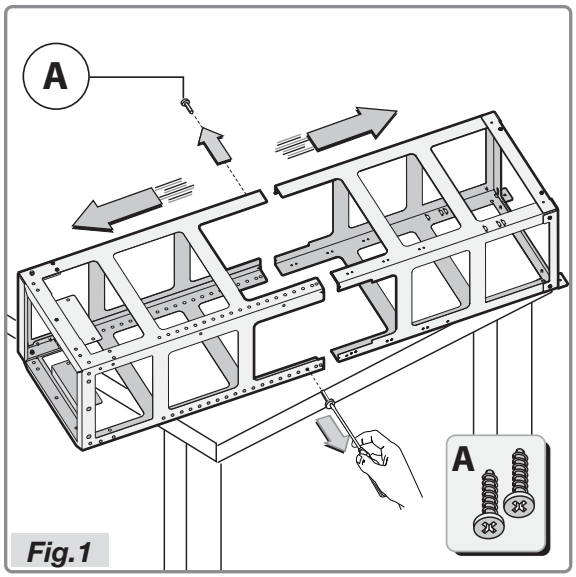

Fig.1
- Enlever la structure de l'emballage et dévisser les deux vis A pour séparer la partie supérieure de la partie inférieure (Fig.1).